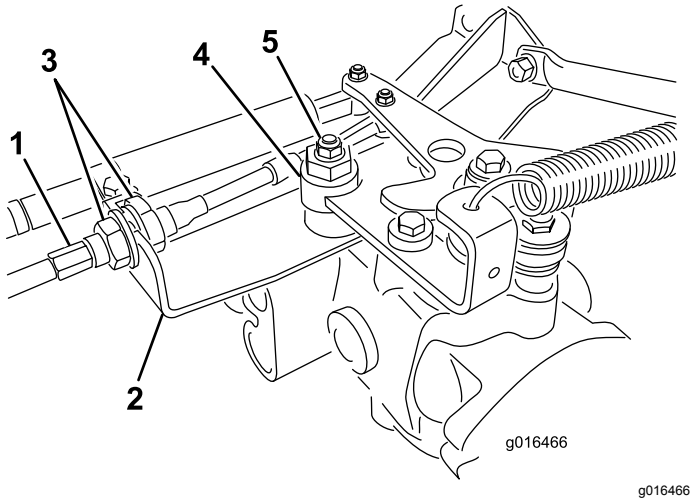

Figur 43
A. Lossa båda kontramuttrarna som säkrar drivkabeln till motorväggen på hydrostaten (Figur 43). Se till att lossa kontramuttrarna lika mycket och tillräckligt för att kunna göra en justering.
Obs: Lossa muttern som fäster excenterbulten på hydrostatens ovandel (Figur 43).
E. När hjulet slutar rotera drar du åt muttern som låser excenterbulten och justeringen (Figur 43).
G. Dra åt låsmuttrarna jämnt på båda sidor av motorväggen och säkra drivkabeln vid motorväggen (Figur 43). Vrid inte kabeln.